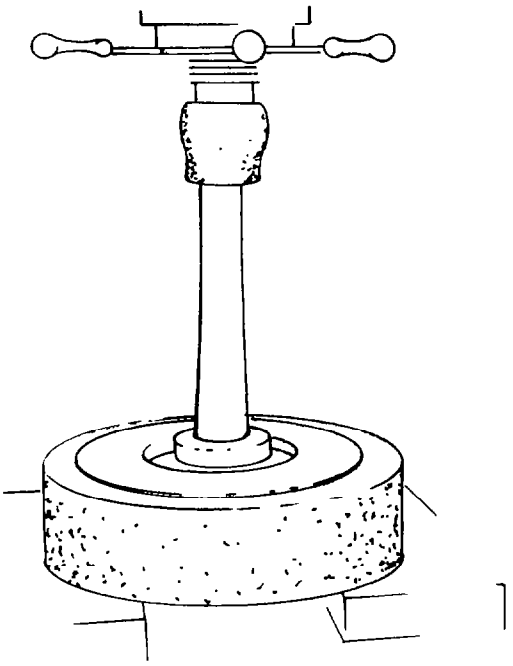

Fig. 279 — Removing Bearing Cone
r. Remove the bearing cone from the outer cam, using a hydraulic press and the necessary segments and adapter rings (see fig. 279).